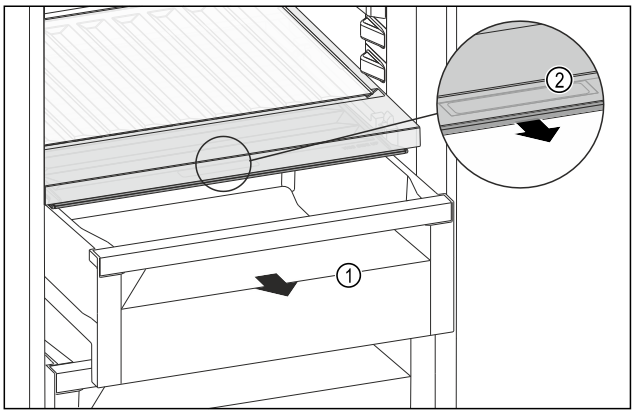

Fig. 160
- ▶ Pull out the drawer *Fig. 160 (1)*.
- ▶ Grasp the recessed grip *Fig. 160 (2)* on the compartment lid and pull the compartment lid forwards at the same time.